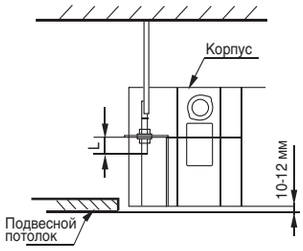

Рис. 4-1
4.1. Выбор места установки (рис. 4-1, 4-2, 4-3 и табл. 4-1)
- Отрегулируйте расположение блока, убедившись в том, что расстояния между корпусом блока и потолочной конструкцией одинаково по всему периметру корпуса блока. Нижняя поверхность корпуса блока должна быть утоплена в потолочную поверхность на 10-12 мм (рис. 4-1).